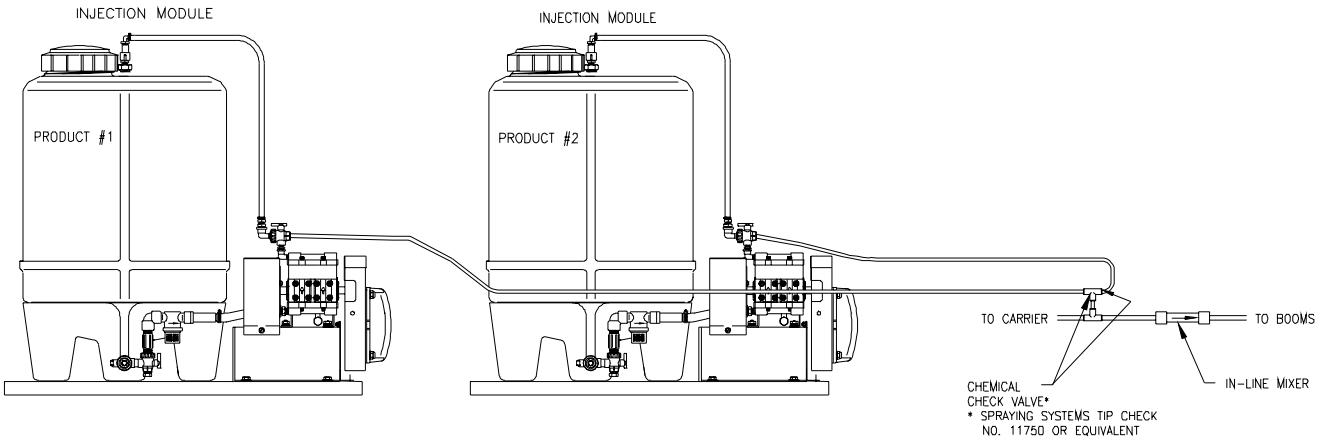

FIGURE 23
3) Plumb output lines of Injection Modules to Product Check Valves (See Figure 23). Use 3/8 inch [10 mm] tubing on low volume modules and 1/2 inch [13 mm] tubing on high volume modules. Product Check Valves and tubing not furnished.